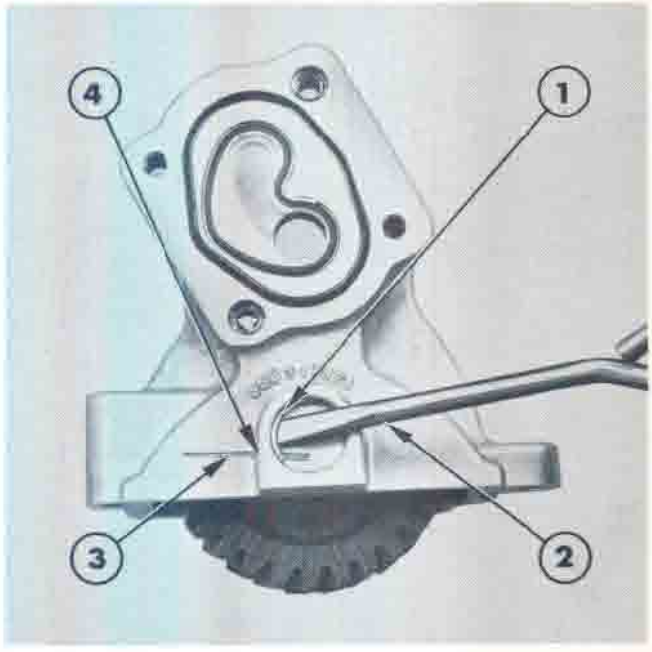

Figure 5
11. Remove the circlip from the end of the idler gear shaft by inserting a thin rod through the access hole in the housing, Figure 5.